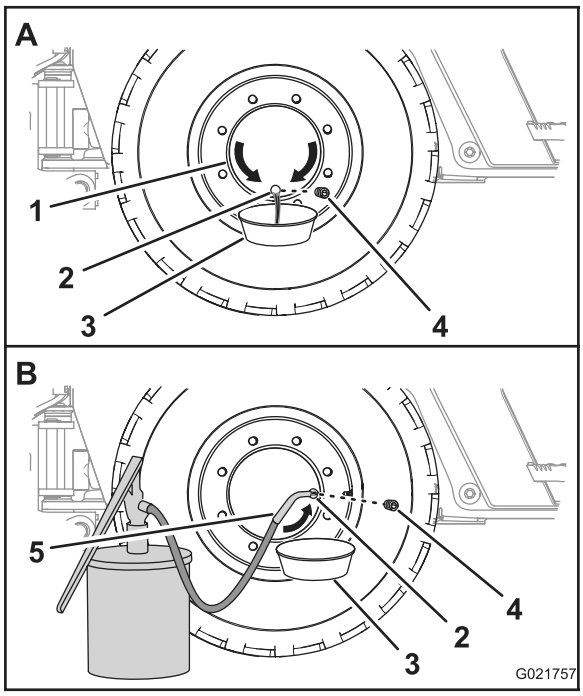

Figure 84
1. Faites avancer ou reculer la machine jusqu'à ce que le bouchon du moyeu de roue soit à la position 6 heures (Figure 84).
2. Placez un bac de vidange sous l'orifice d'huile du moyeu de roue (Figure 84).
3. Retirez le bouchon et vidangez l'huile du train planétaire (Figure 84).
5. Faites avancer ou reculer la machine jusqu'à ce que le bouchon du moyeu de roue soit à la position 3 heures ou 9 heures (Figure 84).